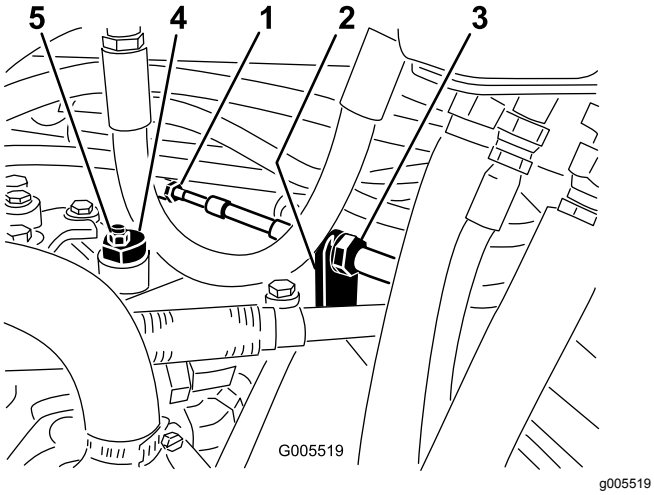

**Figur 52**
A. Lossa båda kontramuttrarna som säkrar drivkabeln till motorväggen på hydrostaten (Figur 52). Se till att lossa kontramuttrarna lika mycket och tillräckligt för att kunna göra en justering.
**Obs:** Lossa muttern som fäster excenterbulten på hydrostatens ovandel (Figur 52).
C. Vrid excenterbulten tills maskinen inte kryper i någon riktning. När hjulet slutar rotera drar du åt muttern som låser excenterbulten och justeringen (Figur 52). Kontrollera justeringen med gasen i det långsamma och snabba läget.
D. Dra åt låsmuttrarna jämnt på båda sidor om motorväggen och säkra drivkabeln på motorväggen (Figur 52). Vrid inte kabeln.